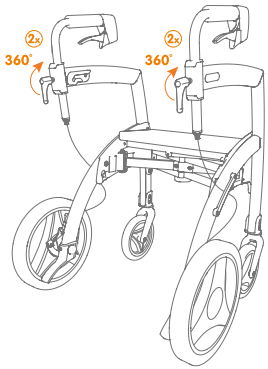

Figure 16A: Tighten the adjustment handles.
f. Turn the adjustment handles clockwise to tighten them **(Figure 16A and 16B).**